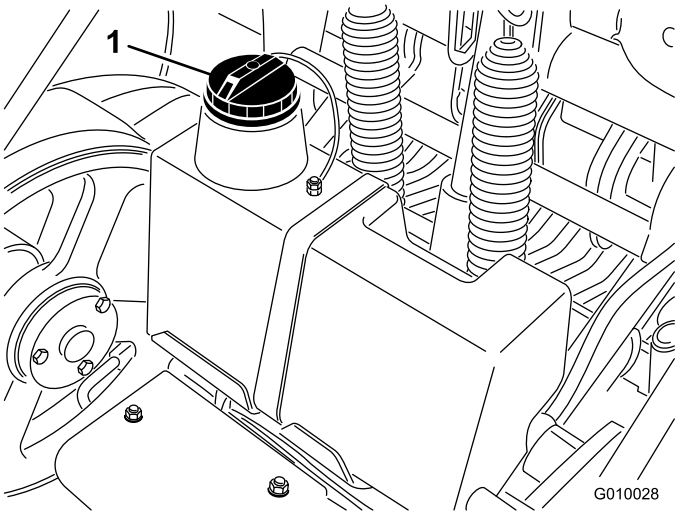

Figuur 19
3. Reinig de omgeving van de vulbuis en de dop van de hydraulische tank (Figuur 19). Verwijder de dop van de vulbuis.